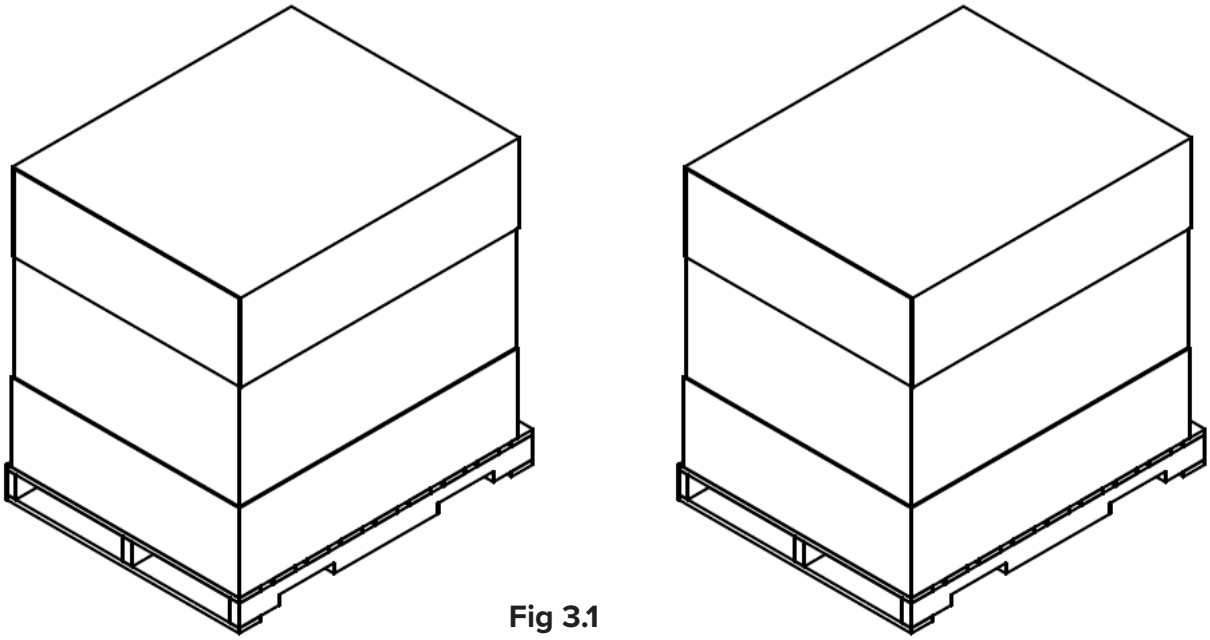

Fig 3.1
1. Inspect each shipping container (Fig 3.1) for visible damage upon arrival. If transit damage is found, contact Ergonomic Products immediately (this will expedite the corrective process).
2. Use safe lifting procedures to free the product from the container, and remove all packing material and accessory boxes from shipping container (Fig 3.1).